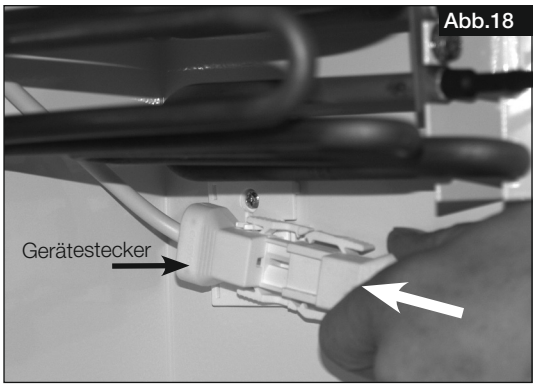

Abb.18
2. Anschlussstecker der Elektro-Vorheizung auf den vormontierten Gerätestecker clipsen (Abb.18).